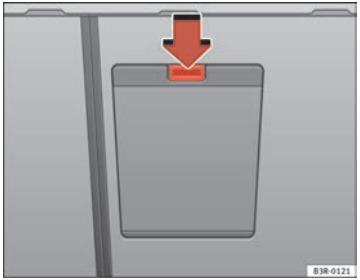

Fig. 117 Detailed view of the rear of the rear backrest: Ski bag cover
– Press the release catch for the ski bag cover ⇒ fig. 117 -arrow- and swivel the cover downwards.